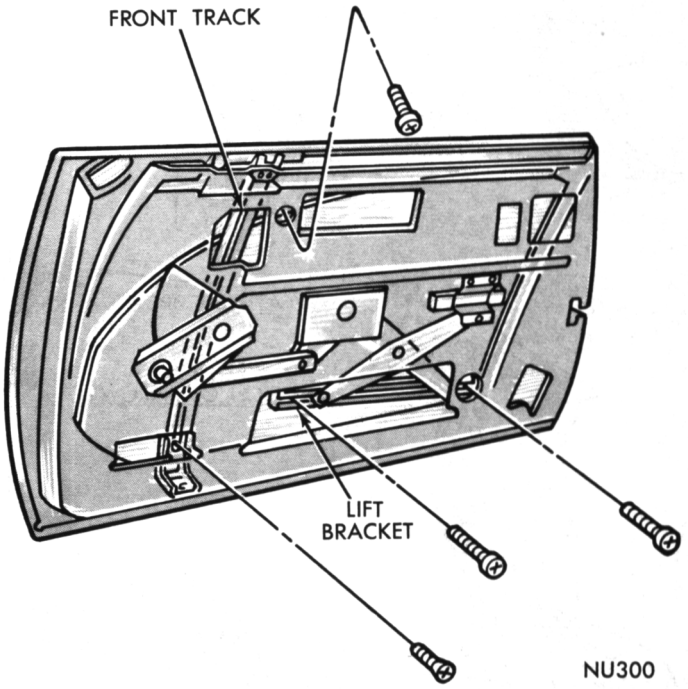
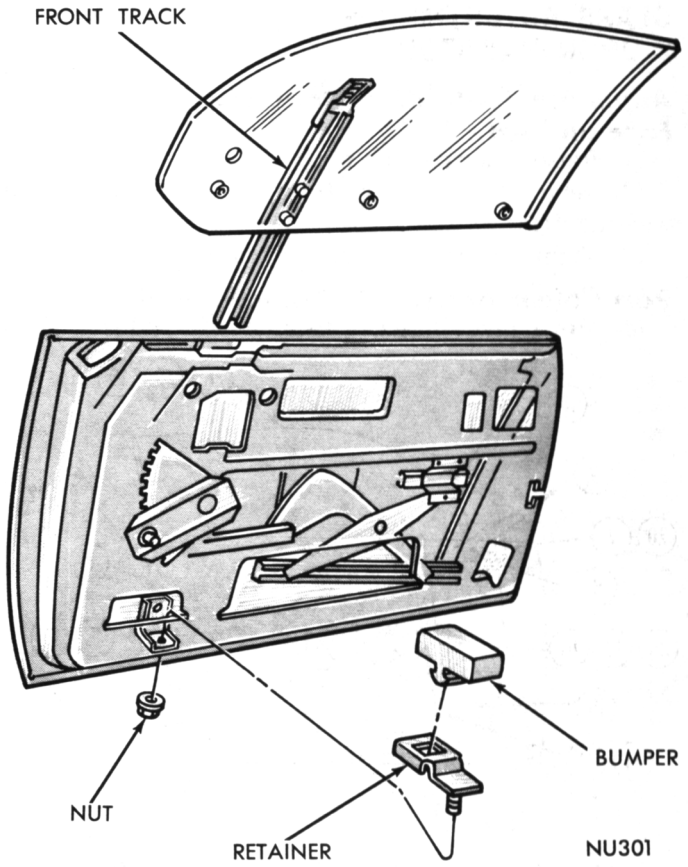

Fig. 26—Lift Bracket
Fig. 27—Glass Replacement
(1) Remove door belt line weatherstrips.
(2) With regulator arms in the full down position, remove screws attaching lift bracket to glass (Fig. 26).
(3) Remove front track upper and lower bracket attaching screws.
(4) Raise door glass and front track assembly out of door (Fig. 27).